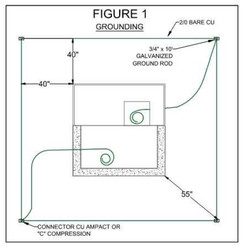

FIGURE 2A
8) TRENCH DETAIL REFER TO FIGURE 2A & 2B.